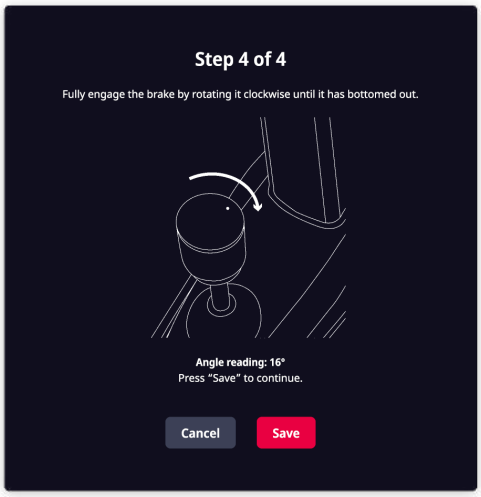

Fig. 82
d. Fully engage the brake by rotating it clockwise until it has bottomed out. (Fig. 82)